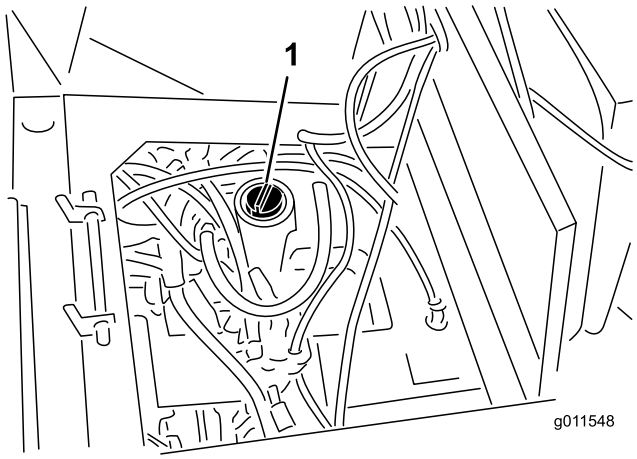

Figura 12
3. Limpie la zona alrededor del cuello de llenado y el tapón del depósito hidráulico (Figura 12). Retire el tapón del cuello de llenado.